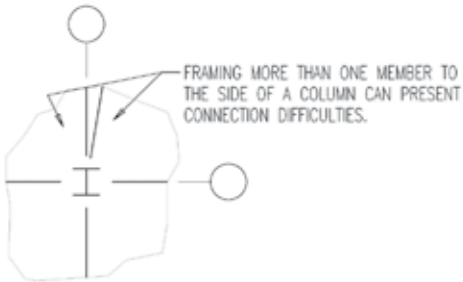

Figure 5: Avoid framing more than one member to any one side of a column.
19) **Avoid framing more than one member to each side of a column.** Framing multiple members to one side of a column can complicate connections and lead to problems installing bolts and welds. (*Figure 5*)
Please note: the numbering of graphics in this article begins with Figure 5, and is a continuation of the graphics numbering in the Part 1 article, August 2010 issue of STRUCTURE magazine.